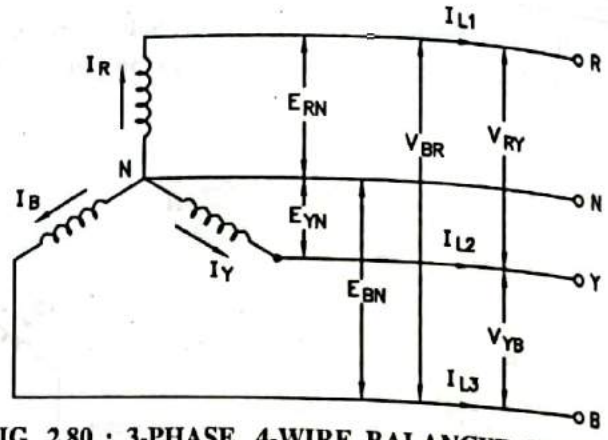

FIG. 2.80 : 3-PHASE, 4-WIRE BALANCED SYSTEM
- Consider Fig. 2.80.
**(2) Line Voltage :**
- It is the voltage measured between any two lines of the supply system. is denoted by $V_L$. w.r.t. Fig. 2.80,
**(3) Phase Current :**
- The current flowing in each phase winding is called the phase current. It is denoted by $I_{ph}$. w.r.t. Fig. 2.80,
**(4) Line Current :**
- The current flowing in each line is called the line current. It is denoted by $I_L$. w.r.t. Fig. 2.80.
Fig. 2.80 shows a 3-phase, 4-wire balanced system.
From Fig. 2.80, it is clear that
- It is seen from Fig. 2.80 that in star connection, there are two phase windings between each pair of line terminals.
- From Fig. 2.80 the line voltages can be obtained from the phase voltages as shown below.